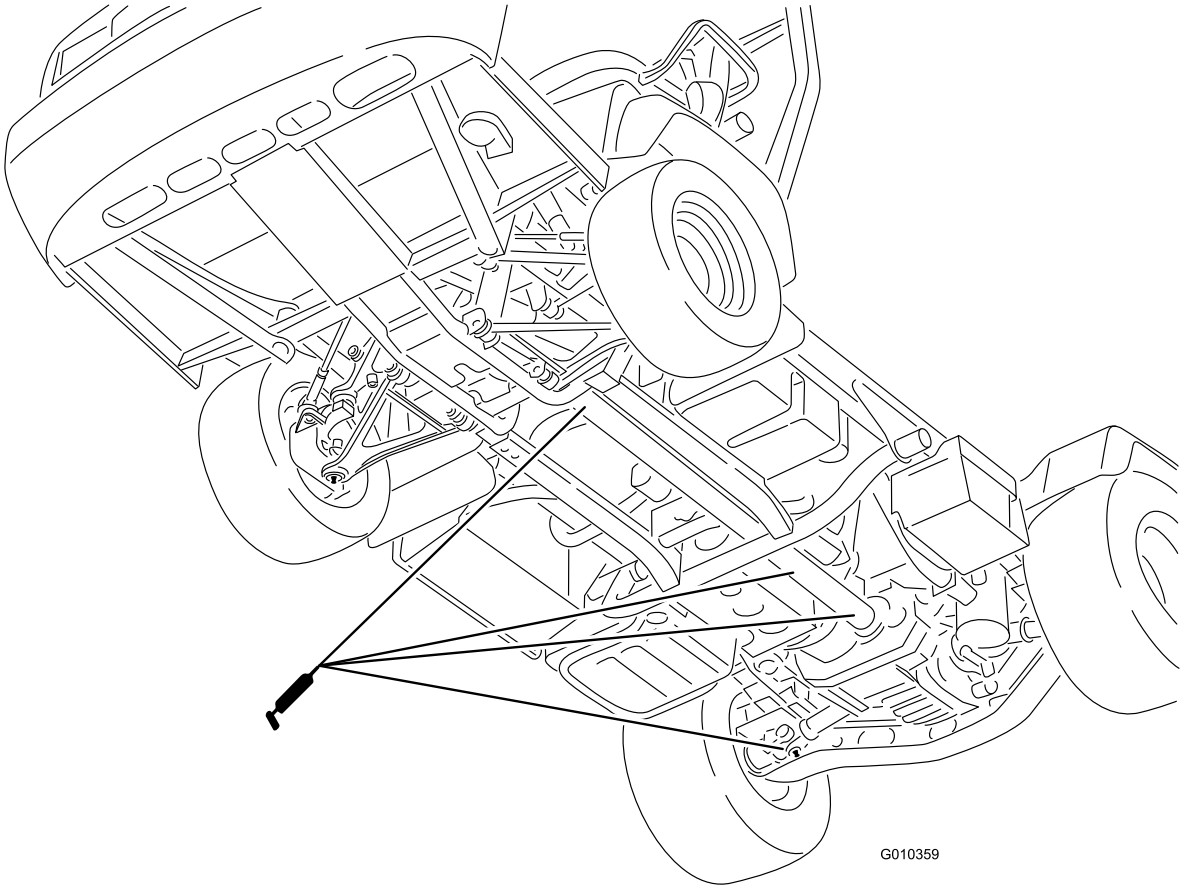

Figur 39
- U-ledd (18) og drivaksel for firehjulstrekk (3) (Figur 39)